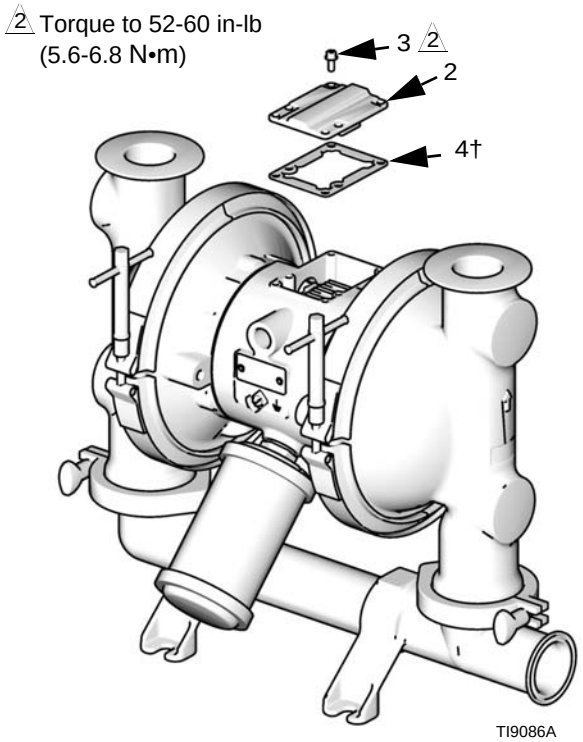

FIG. 5
2. With a Torx (T20) screwdriver or 7 mm (9/32 in.) socket wrench, remove the six screws (3), air valve cover (2), and gasket (4). See FIG. 5.
9. Align the valve gasket (4†) and cover (2) with the six holes in the center housing (1). Secure with six screws (3), using a Torx (T20) screwdriver or 7 mm (9/32 in.) socket wrench. Torque to 52-60 in-lb (5.6-6.8 N•m). See FIG. 5.